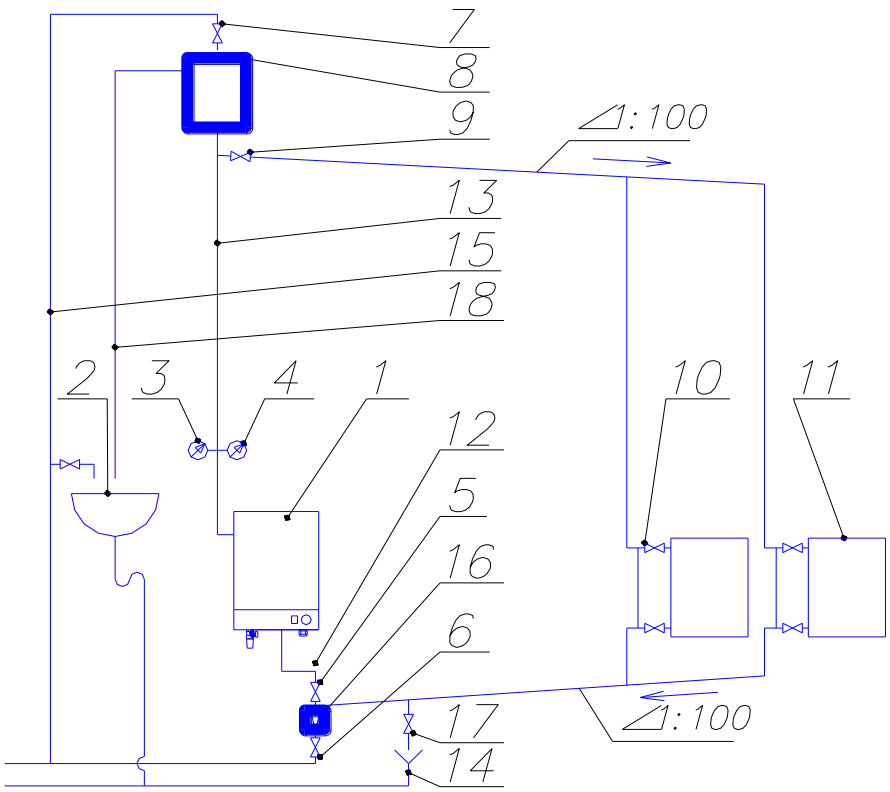

Рисунок 3. *Схема однотрубной системы отопления, с верхней разводкой, с естественной циркуляцией, с открытым расширительным баком для одноэтажных строений.*
6.2.6. В системе отопления следует установить краны (поз. 5,9 рисунок 3,5) для отключения электрокотла от системы отопления с целью замены ТЭНБ и обслуживания электрокотла.